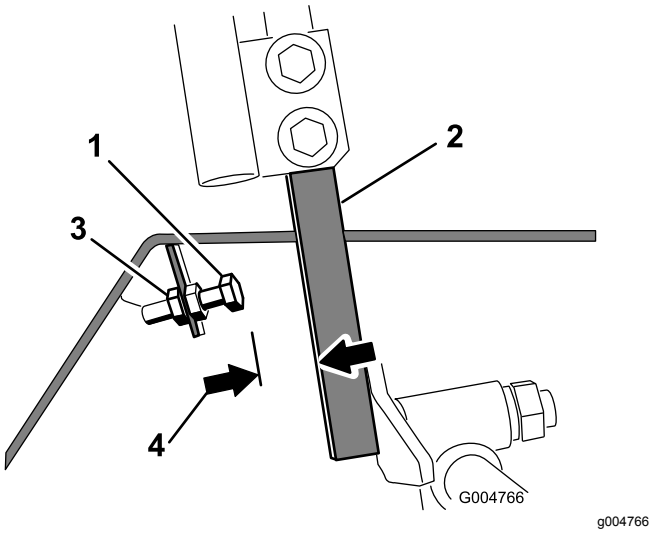

Rysunek 53
4. Odkręć przeciwnakrętkę na śrubie ogranicznika dźwigni sterowania (Rysunek 53).